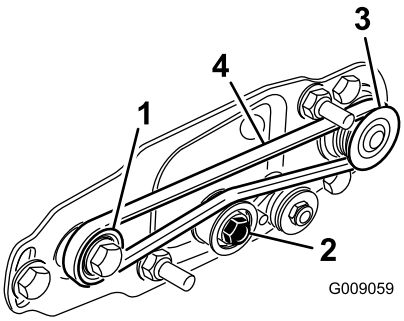

Figura 25
- Passe a correia em redor da polia **acionada** e, em seguida, sobre a parte superior da polia intermédia (Figura 25).
- Ligue a correia na polia da **transmissão** (Figura 25).